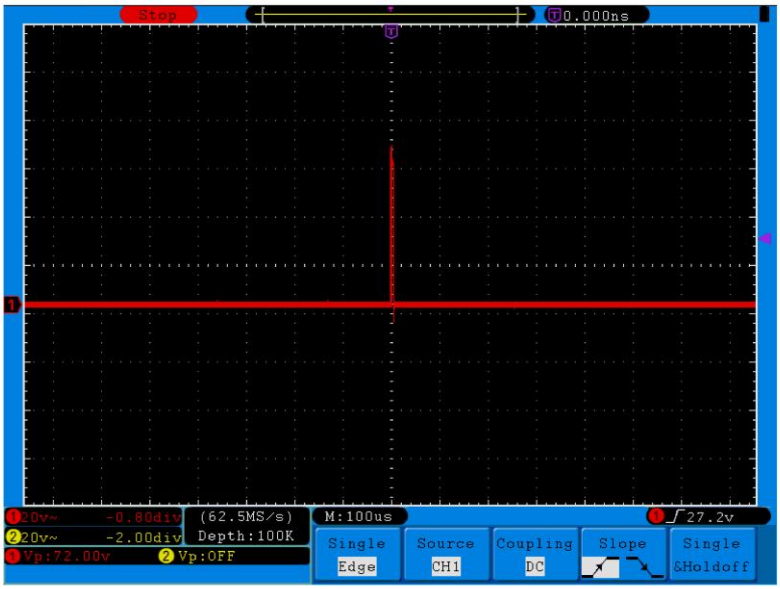

Fig. 80 Capture the Single Signal
15. If the **Trigger State Indicator** at the top of the screen does not indicate **Ready**, push down the **Run/Stop** button and start acquiring**,** waiting the emergence of the signal in conformity with the trigger conditions. If a signal reaches to the set trigger level, one sampling will be made and then displayed in the screen. With this function, any random occurrence can be captured easily. Taking the burst burr of larger amplitude for example, set the trigger level to the value just greater than the normal signal level, and then presses the **Run/Stop** button and waits. When there is a burr occurring, the instrument will trigger automatically and record the waveform generated during the period around the trigger time. With the **HORIZONTAL POSITION** knob in the horizontal control area in the panel rotated, you can change the horizontal position of the trigger position to obtain the negative delay, making an easy observation of the waveform before the burr occurs (see **Fig. 80**).